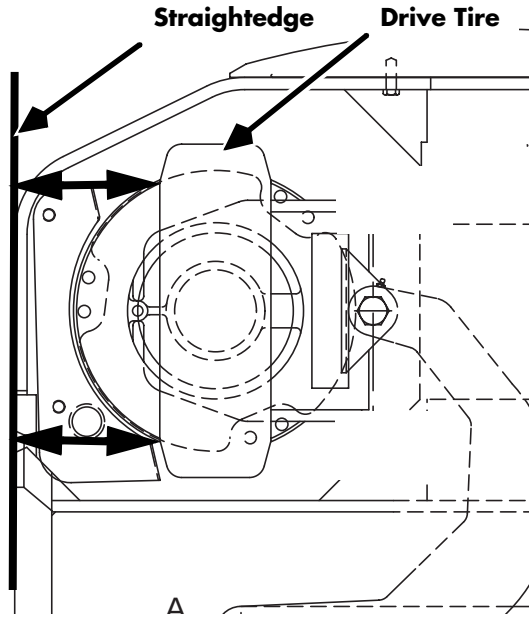

Figure 7-29: Setting Drive Wheel Parallel
a. Place a straightedge along the tractor frame. Measure the distance from the straightedge to the front edge of the drive tire and to the back edge. Adjust steering until the measurements are equal. The drive wheel is now parallel to the tractor frame. See Figure 7-29.